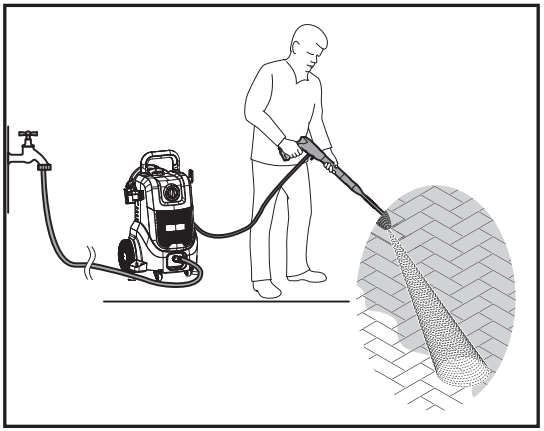

Rys. 20
5. Włączyć maszynę, obracając przełącznik obrotowy wł./wył. (3) do położenia **„I”**.
7. Całkowicie nacisnąć spust pistoletu natryskowego (16a), aby uruchomić strumień wody, jak to zostało przedstawione na rys. 20.